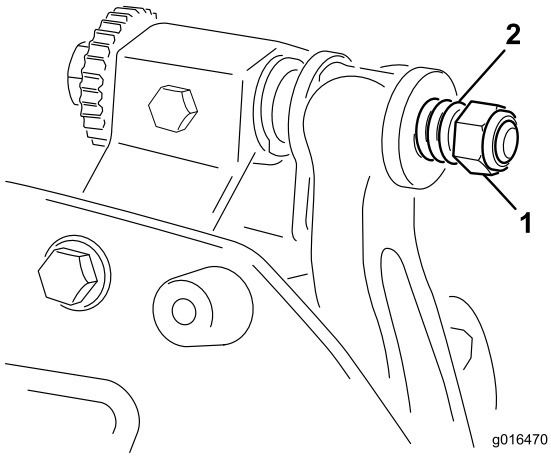

Figur 21
3. Tilspænd fjederspændingsmøtrikken, indtil fjederen er trykket sammen, skru derefter igen møtrikken ud med en halv omgang (Figur 21)..